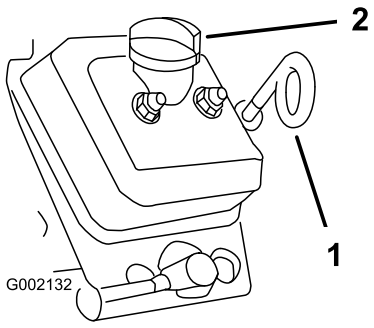

Figuur 20
3. Maak de omgeving van de oliepeilstok en de vuldop (Figuur 20) schoon met een vod zodat vuil niet in de buis van de peilstok of de vulopening kan vallen en de motor beschadigen.
4. Verwijder de peilstok en veeg het uiteinde schoon (Figuur 20).
5. Schuif de peilstok helemaal in de vulbuis (Figuur 20).
8. Plaats de vuldop terug; zie Figuur 20.
9. Steek de oliepeilstok helemaal in de opening (Figuur 20).